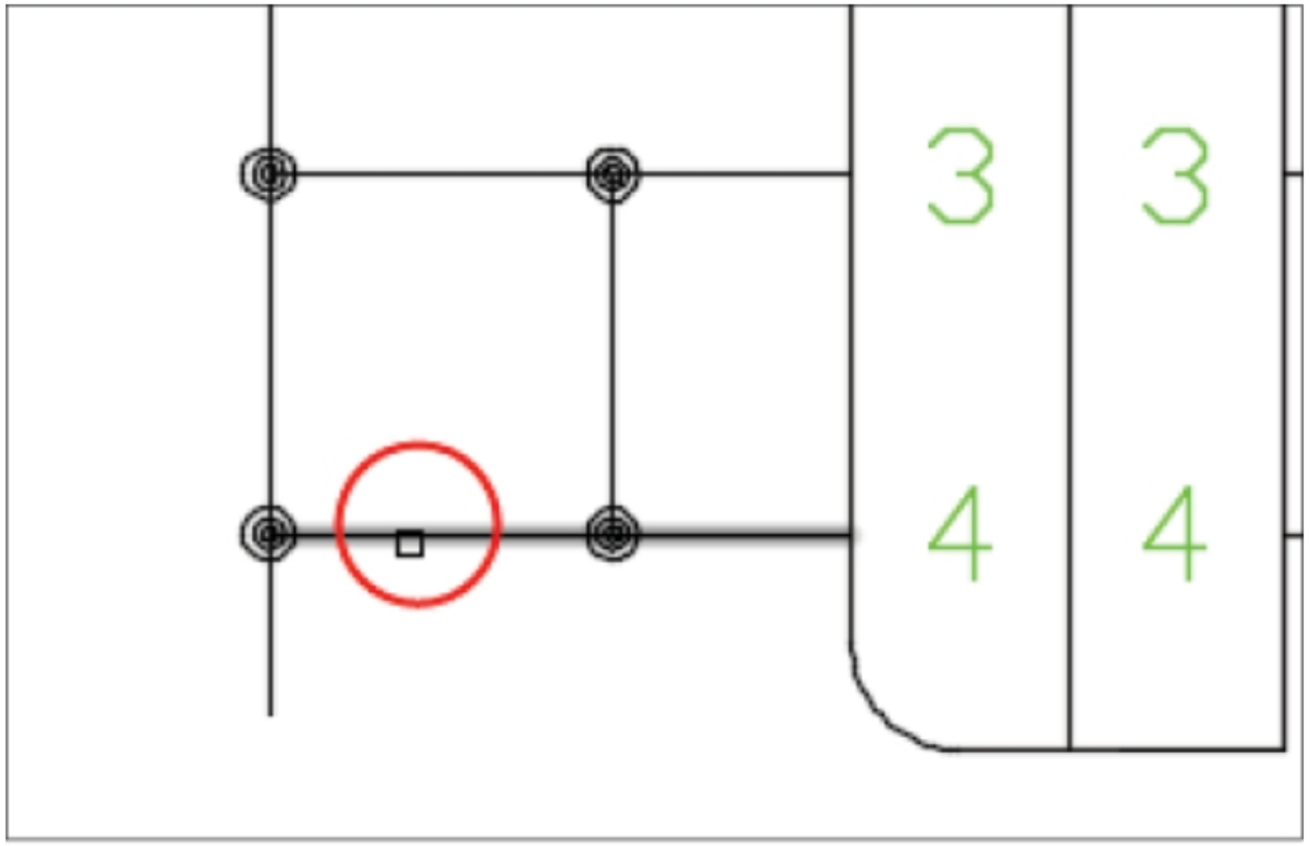

Figure-40. Wire to be trimmed
- Click on the wire as shown in Figure-40. Press **ENTER** to exit the **Trim Wire** tool.